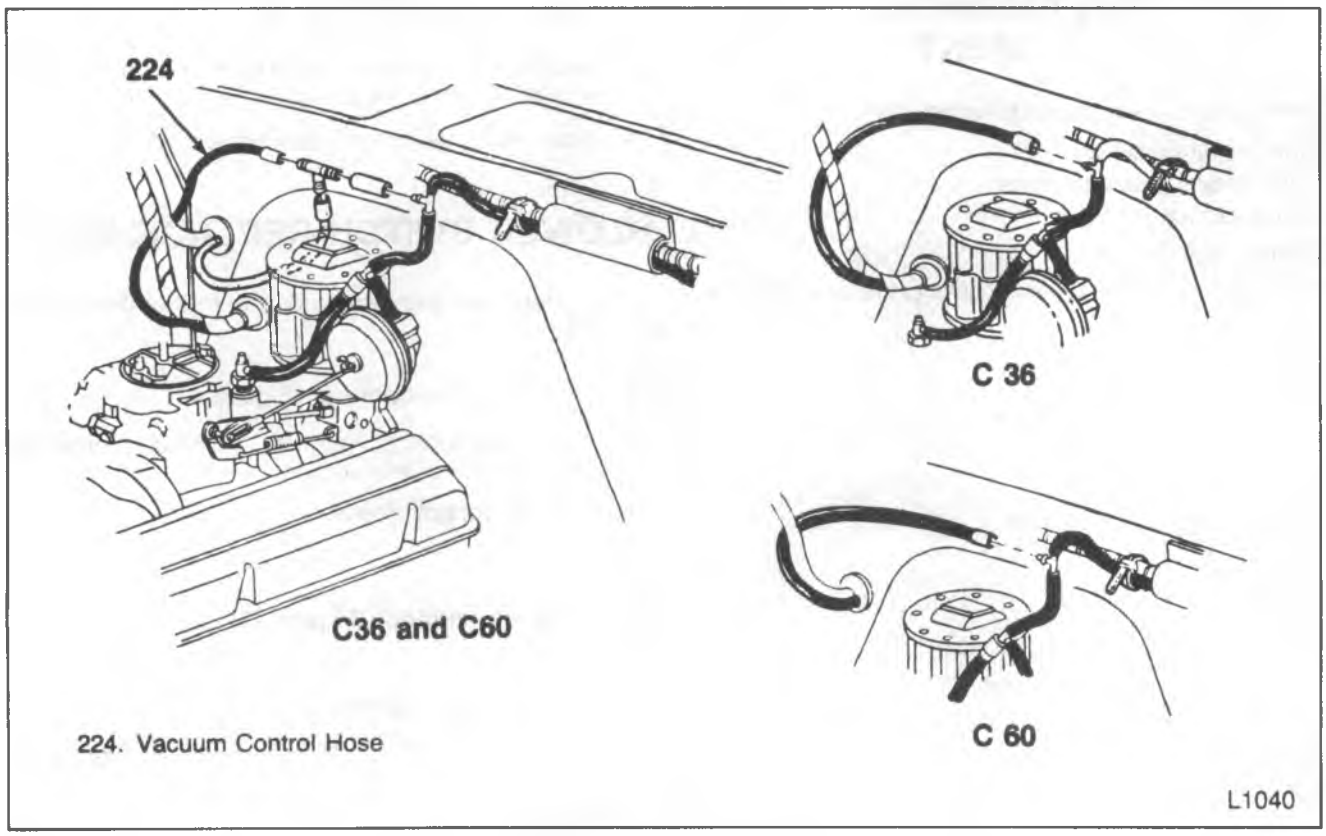

Figure 43 – Vacuum Hose – 5.7L and 7.4L Engine
Remove or Disconnect (Figures 43 and 44)
Install or Connect (Figures 43 and 44)
For vacuum line routing, refer to figures 43 and 44.
1. 5.7L and 7.4L engines (figure 43).